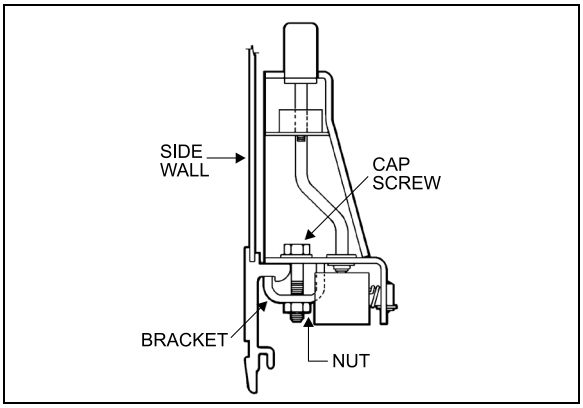
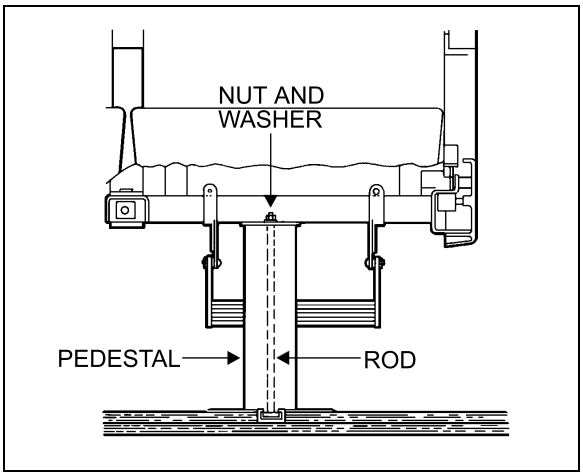

FIGURE 34: SIDE WALL MOUNTING 18106
FIGURE 35: SEAT PEDESTAL ASSEMBLY 18107
4. Remove 2 cap screws, nuts, and washers holding seat frame to side wall and retain the 2 holding brackets. See Figure 34 and Figure 35.